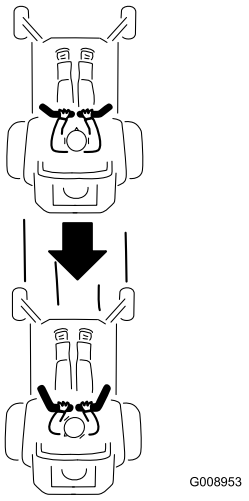

Figur 19
2. Når du skal rygge må du se bak deg og ned på bakken, mens du trekker bevegelseskontrollspakene sakte bakover (Figur 19).
Legg likt trykk på begge bevegelseskontrollspakene for å gå rett (Figur 19).